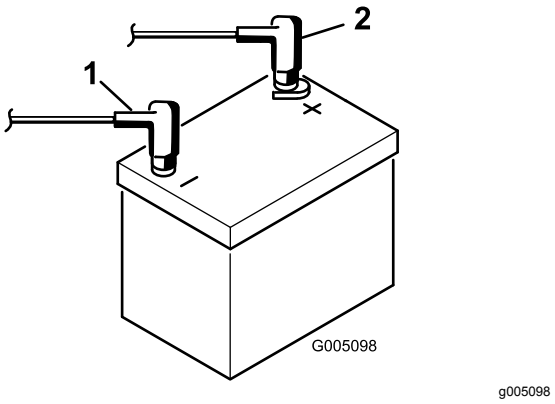

**Figur 8**
9. Anslut den röda pluskabeln till plusanslutningen (+) och den svarta minuskabeln till minusanslutningen (–) på batteriet, och fäst kablarna med bultar och muttrar (Figur 8). Förhindra eventuell kortslutning genom att trä gummiskon över plusanslutningen.